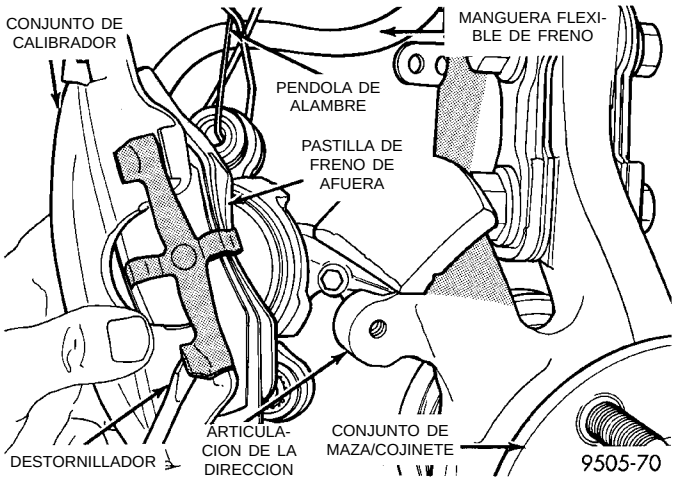

Fig. 62 Desmontaje de la zapata de freno de afuera
(7) Retire la zapata de freno de afuera, haciendo palanca sobre el collarín de retención de la zapata, encima de la zona elevada del calibrador. Deslice luego la zapata de freno hacia abajo y extráigala del calibrador (Fig. 62).